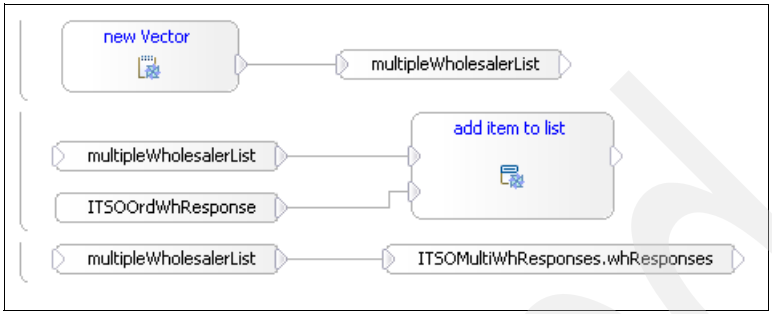

Figure 10-65 The 1 Custom visual snippet
5. Create the visual snippet for the custom mapping as shown in Figure 10-65 on page 208:
d. Complete the visual snippet as shown in Figure 10-65.